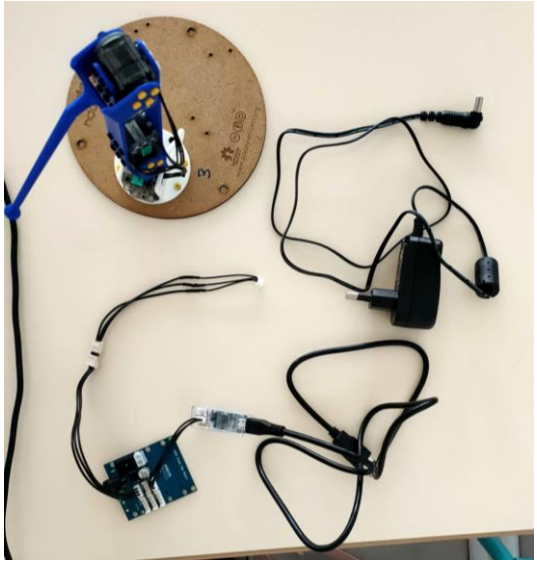

Figure 20 : Pièces nécessaires au montage à cette étape. Il faut bien utiliser le câble coupé et resoudé pour le branchement du moteur 0.
9) Il faut maintenant relier le moteur 0 à la carte électronique pour alimenter le robot (Voir Figures 20 et 21). ***Attention : ne jamais mettre en contact la carte électronique avec du métal***.